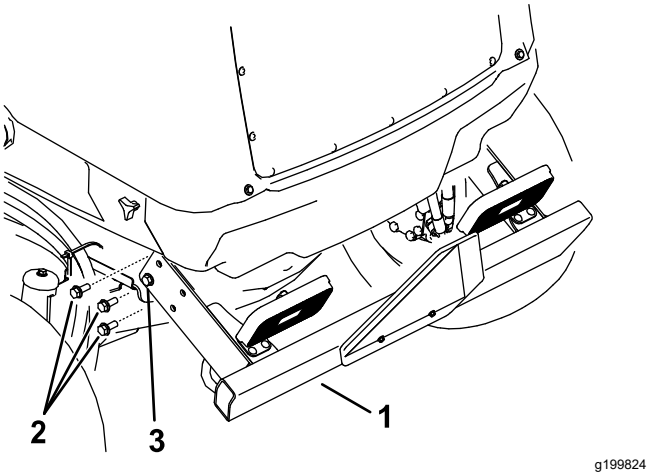

**Figuur 112**
2. Verwijder de drie (3) flensschroeven aan beide kanten van de achterbumper zoals afgebeeld in Figuur 112.
6. Til de achterbumper op zijn plaats en monteer de flensschroeven. Draai alle flensschroeven aan waarmee de achterbumper aan het frame is bevestigd (Figuur 112).